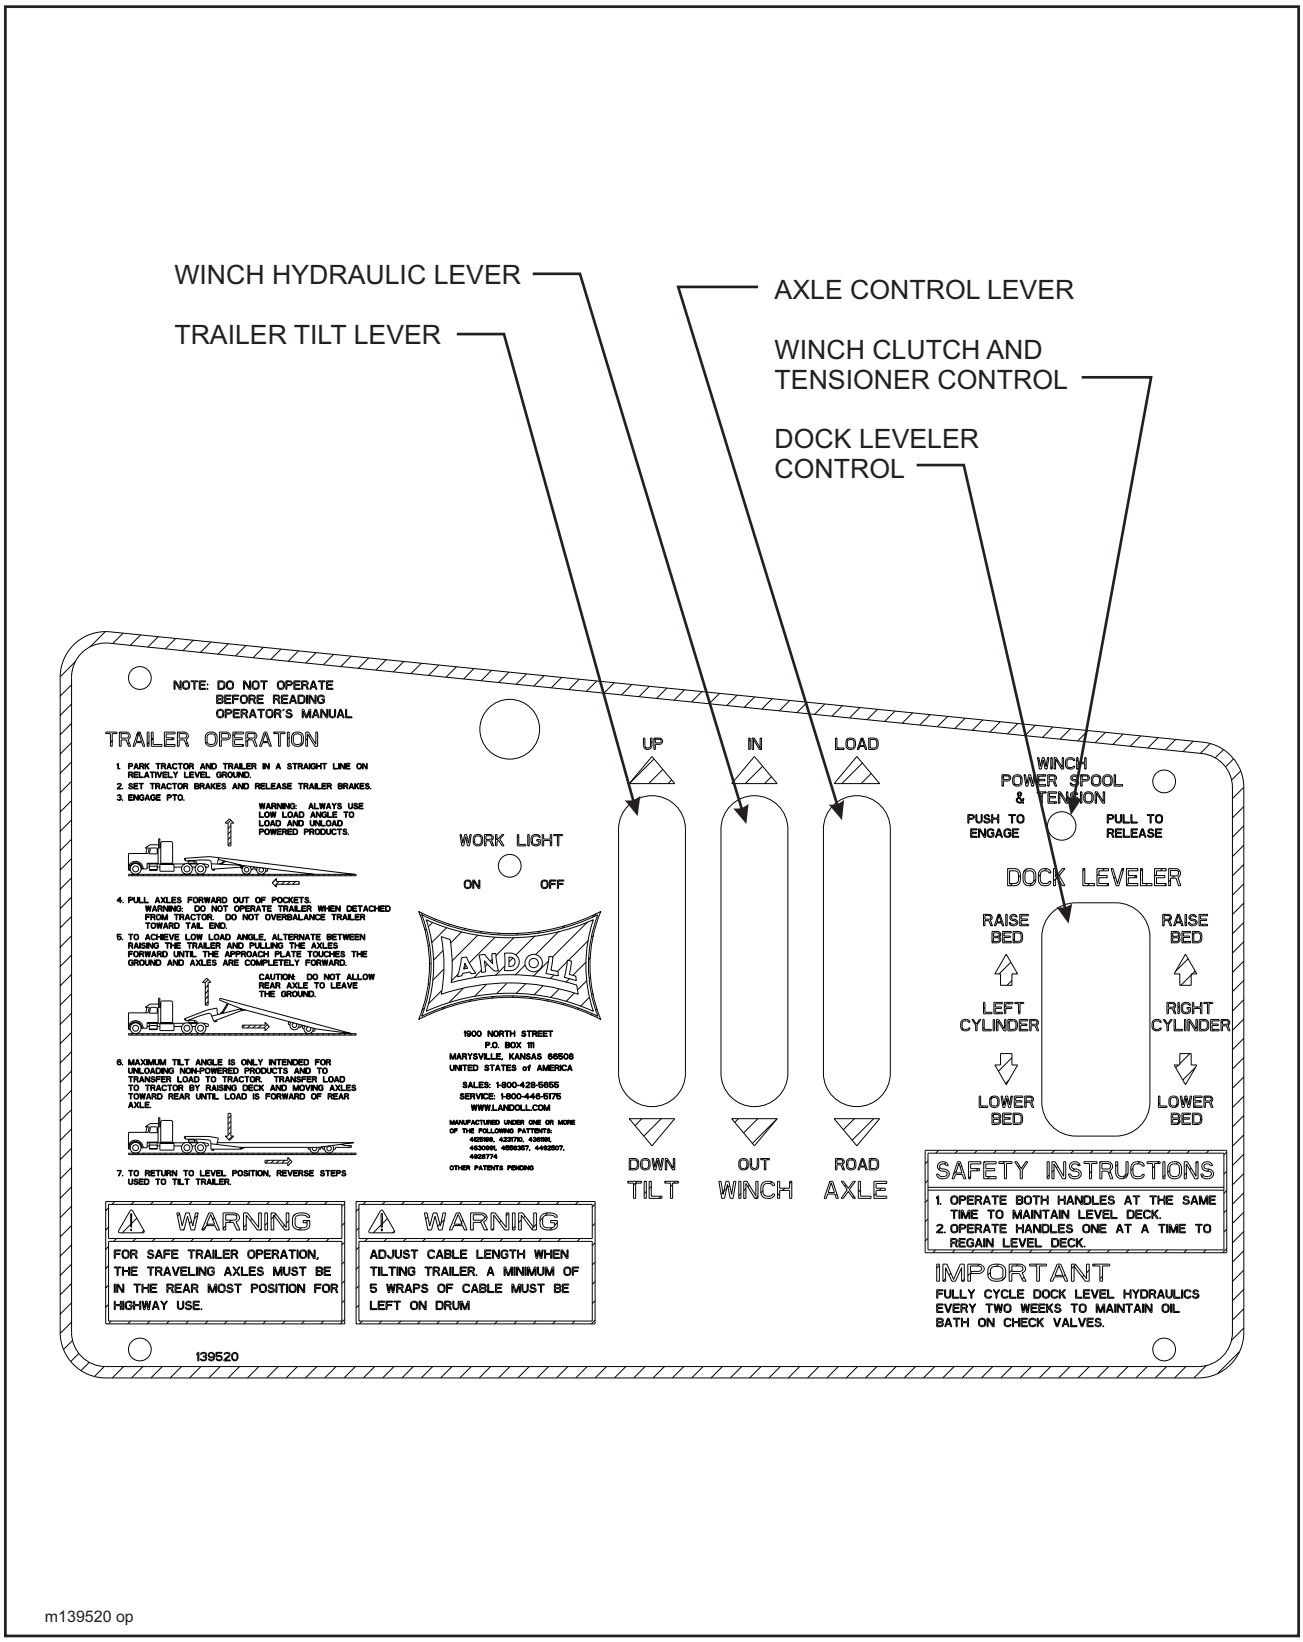

Figure 3-4 Hydraulic Controls
a. For pin drop landing gear, activate the **TRAILER TILT** lever "UP" **(See Figure 3-4)** until weight is off the landing gear. Raise landing gear. **(See Section 3-9 for operation of TRAILER TILT lever.)** Secure each leg with a park stand retaining pin in the full "up" position before transporting.